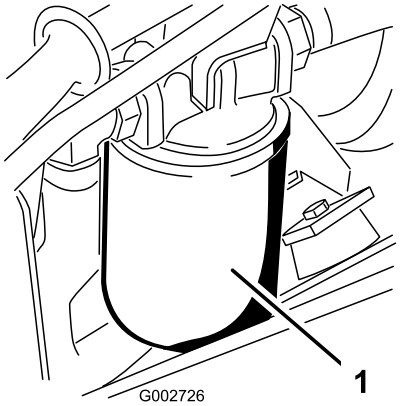

Figur 39
3. Placer en drænbakke under hydraulikoliefilteret, der er placeret på maskinens venstre side (Figur 39).